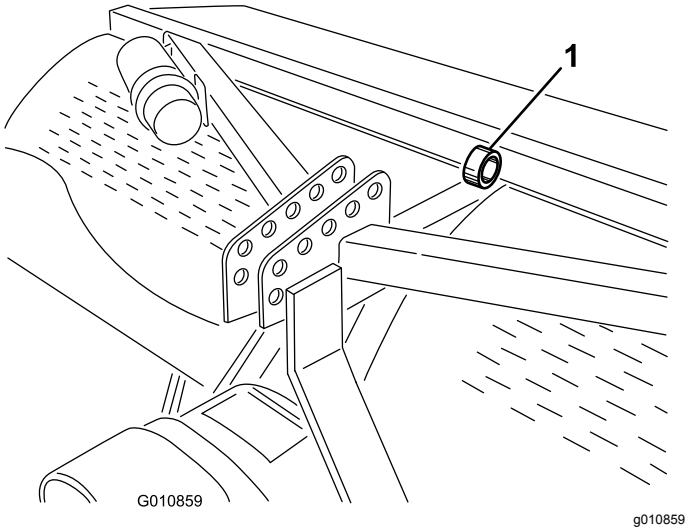

**Figur 43**
**Obs:** Du kan använda en upphissningsanordning för att lyfta luftaren. Använd öglan i hålpipshuvudet för att fästa upphissningsanordningen (Figur 43). Säkerställ att upphissningsanordningen har tillräckligt stor lyftkapacitet. Se Specifikationer (sida 22).